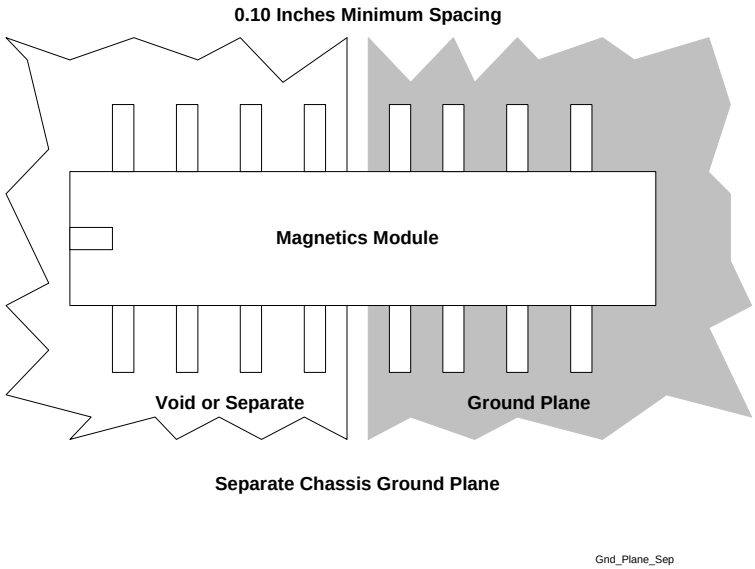

Figure 5. Separate Chassis Ground Plane
- The ground plane beneath the filter/transformer module should be split (see Figure 5). The RJ-45 connector side of the transformer module should have chassis ground beneath it. By splitting ground planes beneath transformer, noise coupling between the primary and secondary sides of the transformer and between the adjacent coils in the transformer is minimized. There should not be a power plane under the magnetics module.